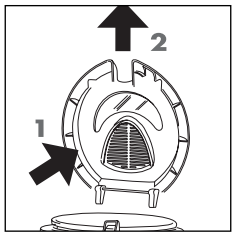

fig. 10
- The lid is removable, to take it off, proceed as follows: push the lid back (see arrow "**1**" fig. 10) and at the same time, lift it up (see arrow "**2**" fig. 10)